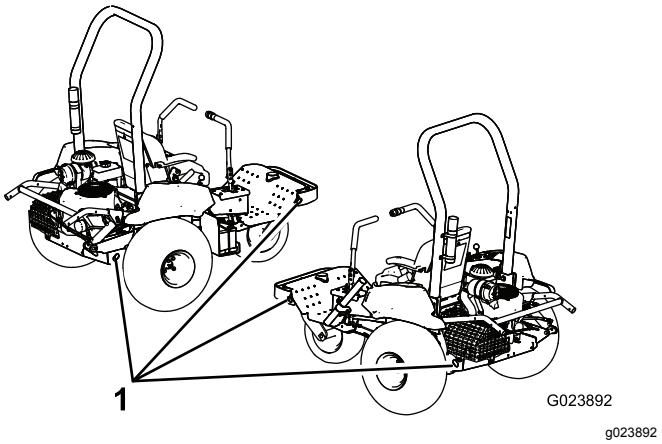

Figur 30
5. Använd maskinens fästöglor (Figur 30) för att fästa maskinen säkert på transportfordonet med hjälp av spännband, kedjor, kablar eller rep.